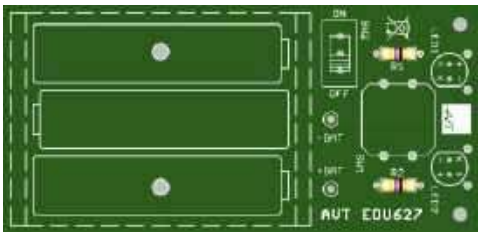

Rysunek 2. Rezystory o odpowiednich wartościach, oznaczone za pomocą kodu kolorowych pasków, zamontowane na właściwych pozycjach, zgodnie z listą elementów
- Zegnij wyprowadzenia rezystora i umieść go w płytce (**rysunek 2**) w miejscu oznaczonym właściwym desygnatorem.